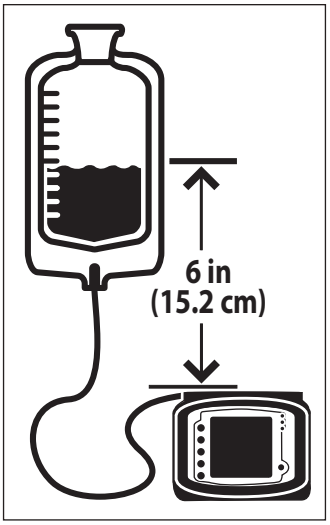

Figur 4B. Korrekt væskenivå.
4. **Heng pumpesettets pose slik at toppen av næringsblandingens startvolum er 15 cm (6 tommer) over pumpen (figur 4B).**
7. **Toppen av næringsblandingens startvolum skal være 15 cm (6 tommer) over pumpen (figur 4B).**